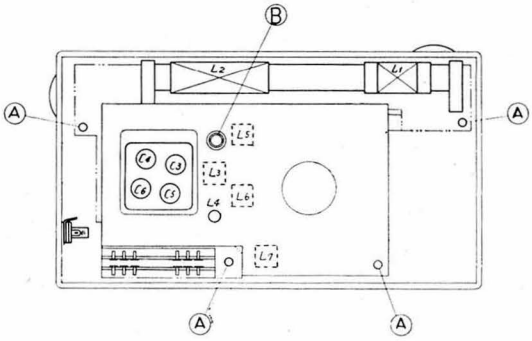

Fig. 2
2. Turn radio's face upwards, push the upper half of cabinet bottom side with both hands, simultaniously raise it upwards, then cabinet cover will be removed and the interior of set will be exposed as shown in Fig. 2.
3. And then, by removing 4 screws Ⓐ and special screw Ⓑ as indicated in Fig. 2, take the chassis out of the case.